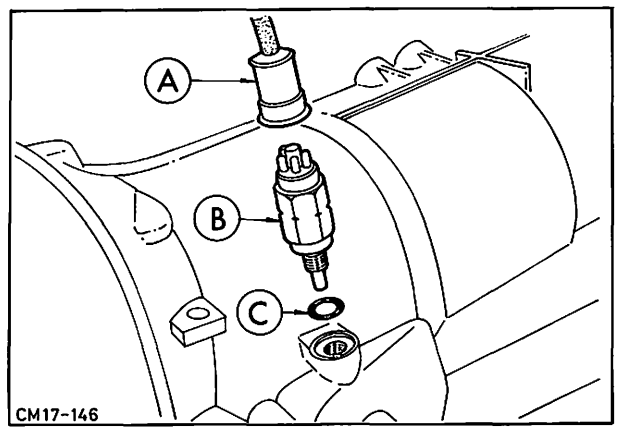

Abb. 127 Schalter – Startsperre
2. Schalter – Startsperre herausschrauben und O-Ring entfernen. Abb. 127.